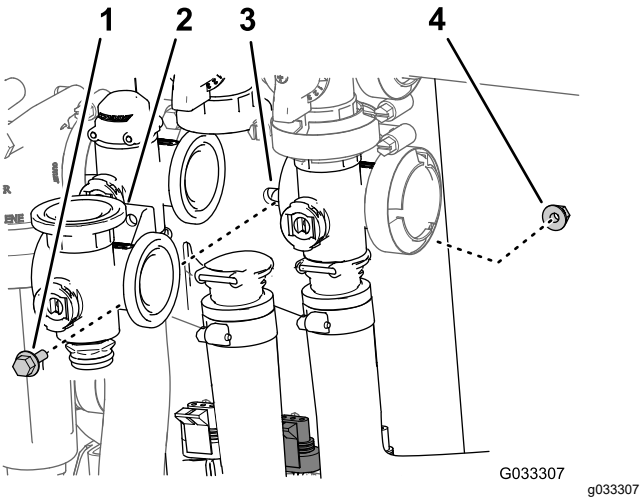

Figuur 70
3. Verwijder de flenskopbout en flensborgmoer waarmee de mengklep is bevestigd aan de klepbevestiging en verwijder de verdeler uit de machine (Figuur 70).